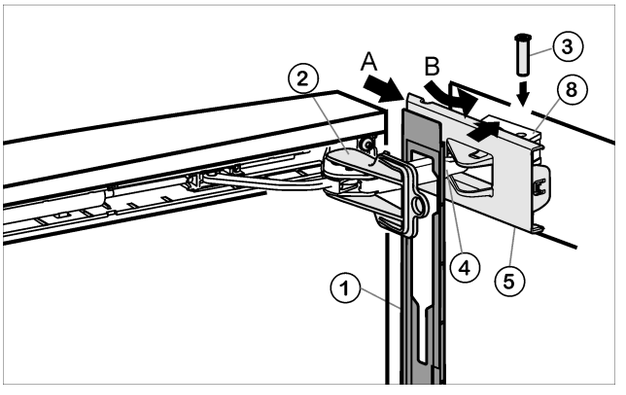

*Fig. 18*
- ▶ Hook panel *Fig. 18 (1)* into the damper bracket *Fig. 18 (4)* such that the detent hooks are pointing inwards and the front side is facing the appliance.
- ▶ Push on cover *Fig. 18 (5)* from the outside (A) and pivot over the bearing part *Fig. 18 (8)* (B).
- ▶ Place cover *Fig. 18 (5)* on top and allow to snap into place until the first notch.
- ▶ Pull damper bracket *Fig. 18 (4)* towards bearing bracket and insert bolt *Fig. 18 (3)* from above such that the square is resting in the recess.
▶ Now snap cover *Fig. 18 (5)* completely into place on the bearing part *Fig. 18 (8)*.
▶ Remove locking device *Fig. 18 (2)* by twisting it.
▶ Snap panel *Fig. 18 (1)* into place on the door.